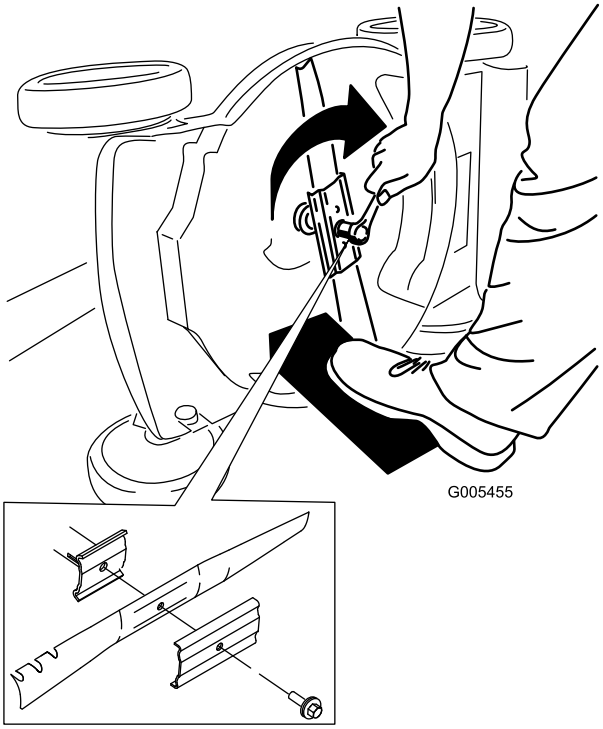

Figur 28
5. Sätt fast den nya kniven och alla monteringsdelar (Figur 28).
1. Vrid justeringsvredet moturs för att lossa kabeljusteringen (Figur 28).
2. Justera kabelspänningen (Figur 28) genom att dra dem tillbaka eller trycka dem framåt och sedan hålla dem i det läget.